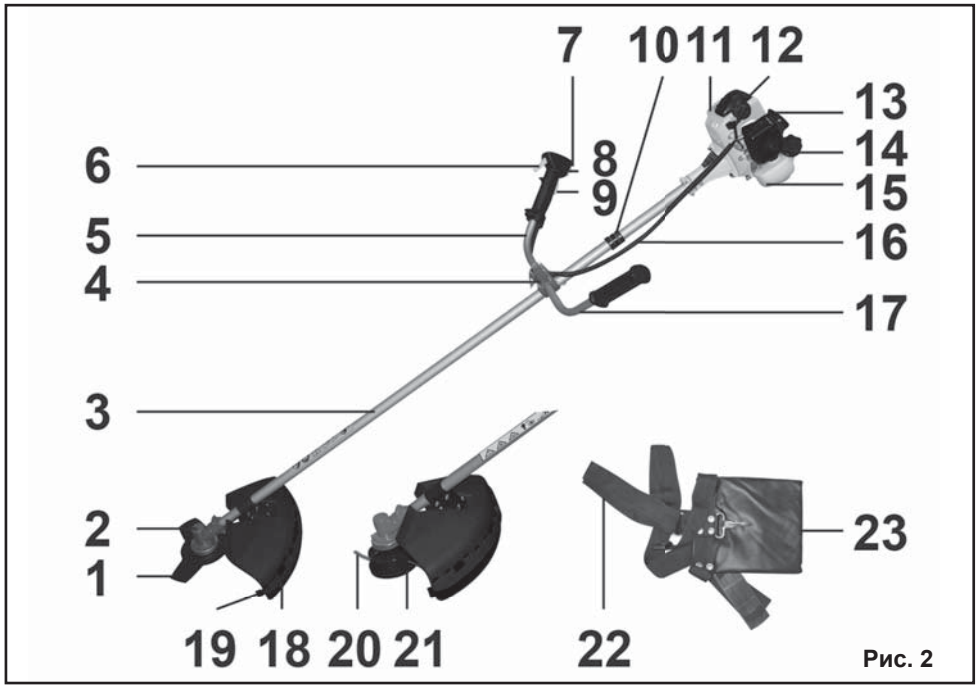

Рис. 2
5. УСТРОЙСТВО ТРИММЕРА (Рис. 2)
6.2.3. При установке обратите внимание на правильное направление обеих рукояток и убедитесь, что ваши руки будут в удобном положении при работе, Рис.2.